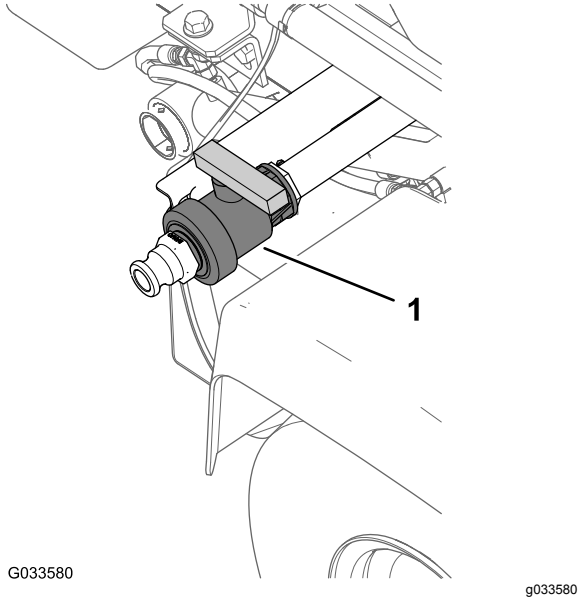

Figur 82
2. Finn tømmehåndtaket på venstre side av maskinen (Figur 82).